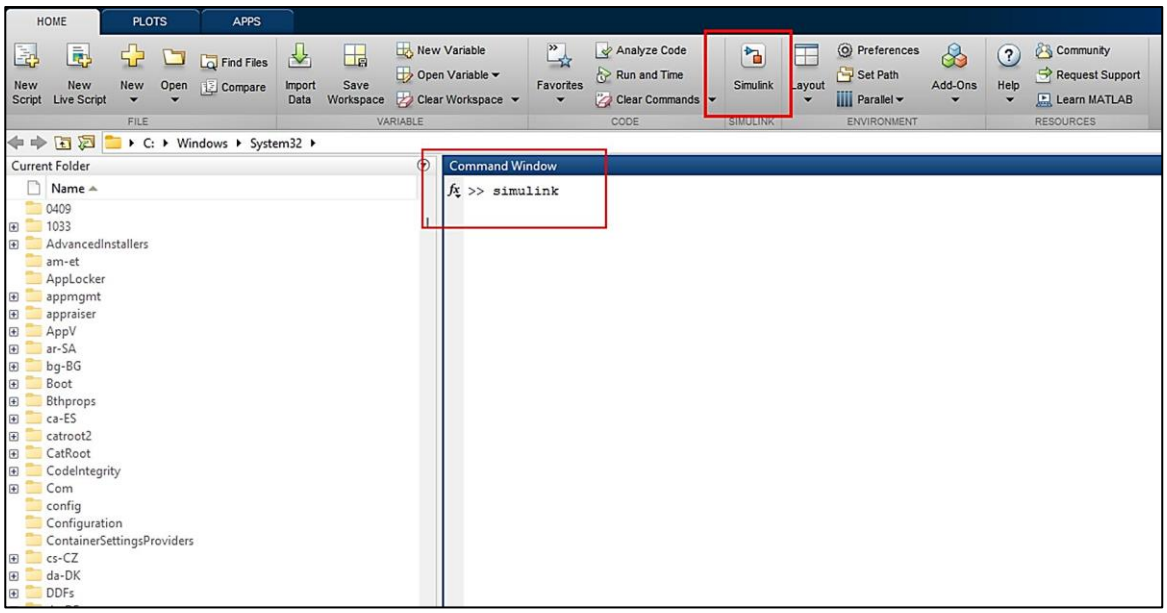

Figure 1
1. Start MATLAB and start Simulink by clicking on the “Start Simulink” button, as shown in Figure 1. Or you can start Simulink by running the command “simulink” in the command window.